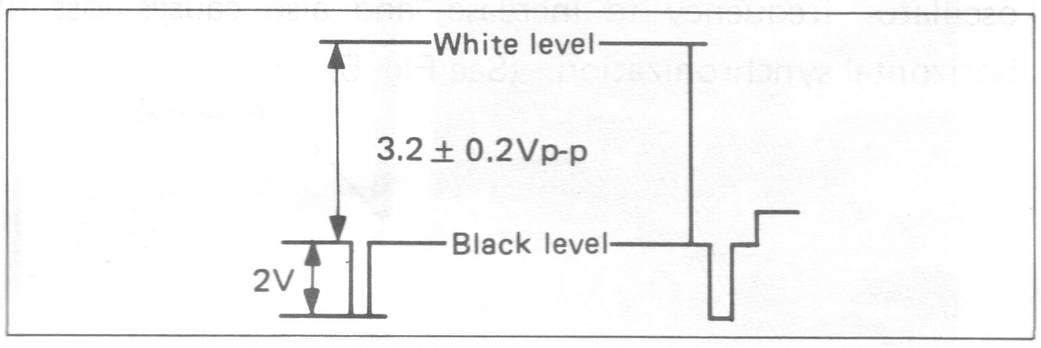

Fig. 9
4. Adjust the Sub Contrast control (R313) to obtain the waveform at **TP33** as shown in Fig. 9.